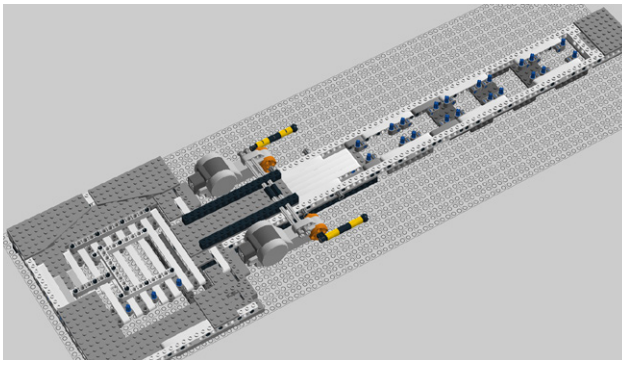

Figure 8-89. *Step 84: You're done!*
84. You're finished! Your Keytar should look like Figure 8-89.